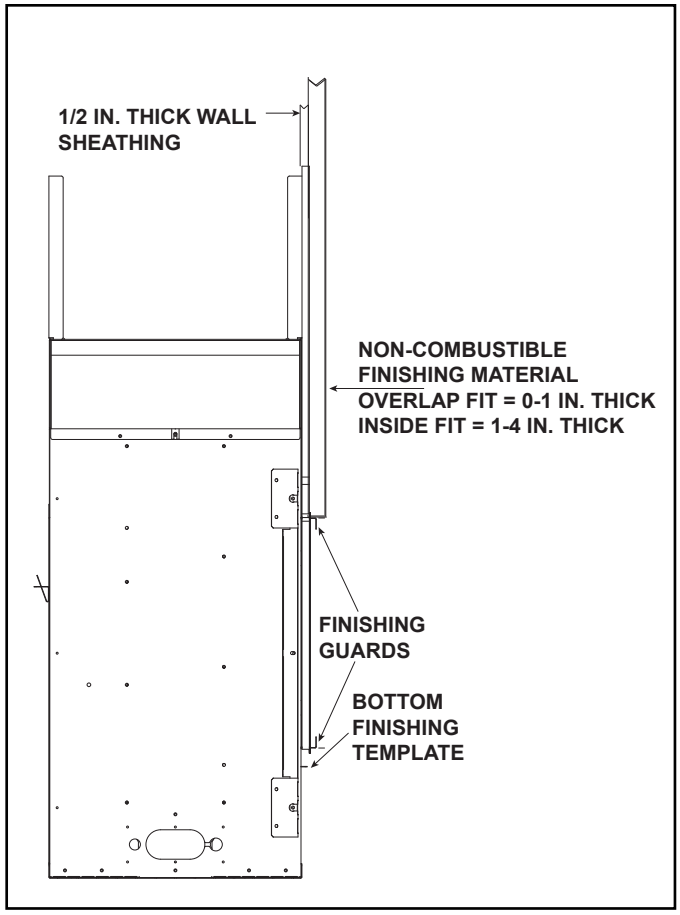
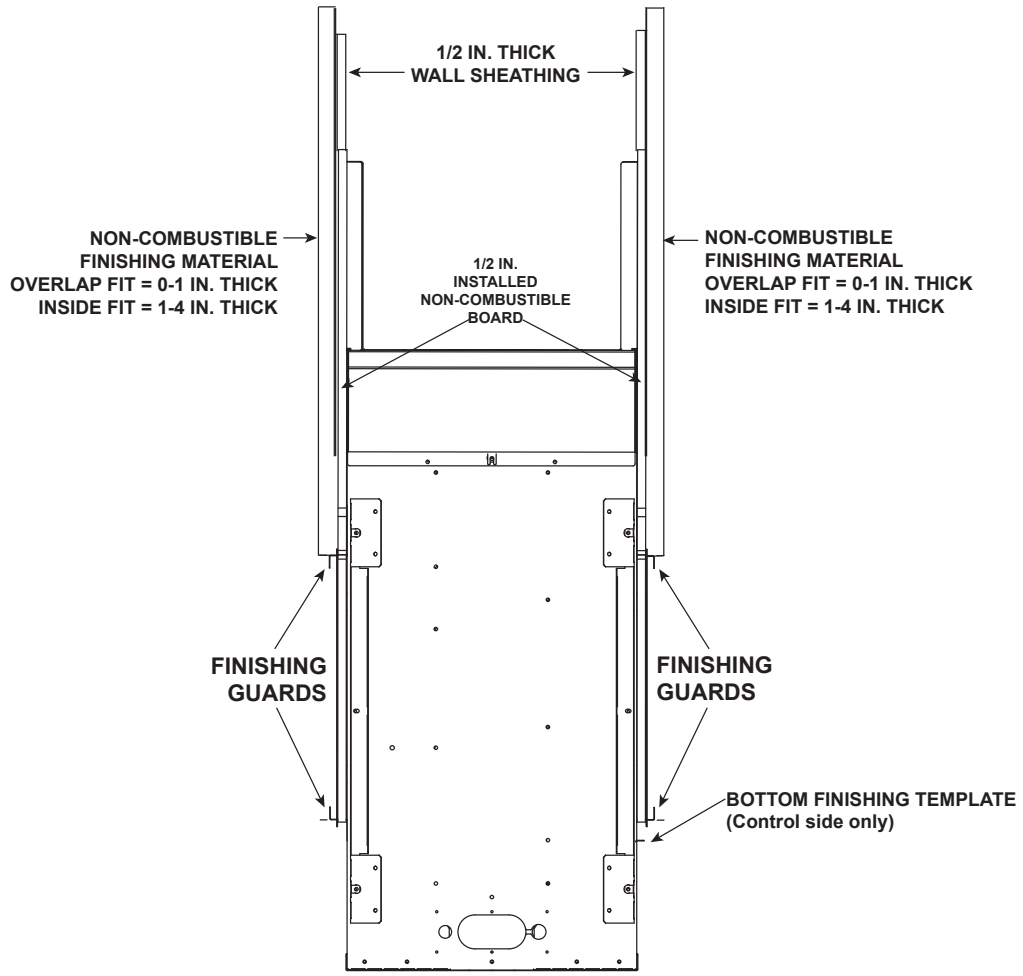

**Figure 10.2 Finishing and Facing Materials - Single-Sided Models**
**Figure 10.3 Finishing Materials - See-Through Models**
Decorative facing material thickness is measured from the face of the installed non-combustible board. See Figure 10.2 and Figure 10.3.
The fronts for this appliance are compatible with non-combustible materials. See Figure 10.2 and Figure 10.3.
Installation of finishing materials can be accomplished by either the “overlap” or “inside-fit” method, depending on what type of decorative barrier front is to be installed. See Figure 10.2 and 10.3. Overlap fit decorative barrier fronts include the Quattro and Loft Forge. The Clean Face Trim Front (CFT) can be either an inside fit or an overlap fit. See Table 1.
1. Remove bottom finishing template from bottom access panel. Verify that factory-installed finishing guards are installed to ensure finishing material does not extend into the fireplace opening. See Figure 10.2 and 10.3.
1. Remove bottom finishing template from bottom access panel. Verify that factory-installed finishing guards are installed to ensure finishing material does not extend into the fireplace opening. See Figures 10.2 and 10.3.